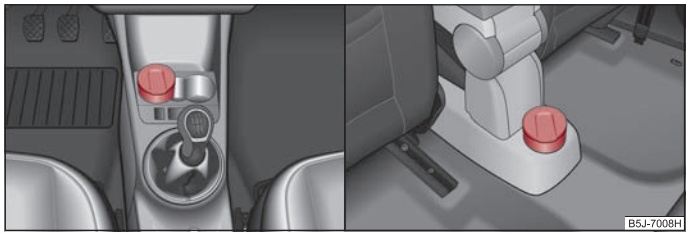

Fig. 76 Consola central: Cenicero delantero/posterior
– Sacar el cenicero ⇒ fig. 76 hacia arriba. Al sacarlo, no sujetar el cenicero por la tapa - podría romperse.